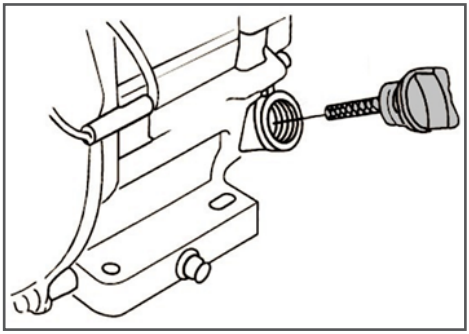

Рис. 4 Крышка-щуп маслозаливной горловины
2. Открутите крышку-щуп маслозаливной горловины и извлеките щуп (Рис. 4).
2. Выкрутите крышку-щуп маслозаливной горловины и извлеките щуп (Рис. 4).